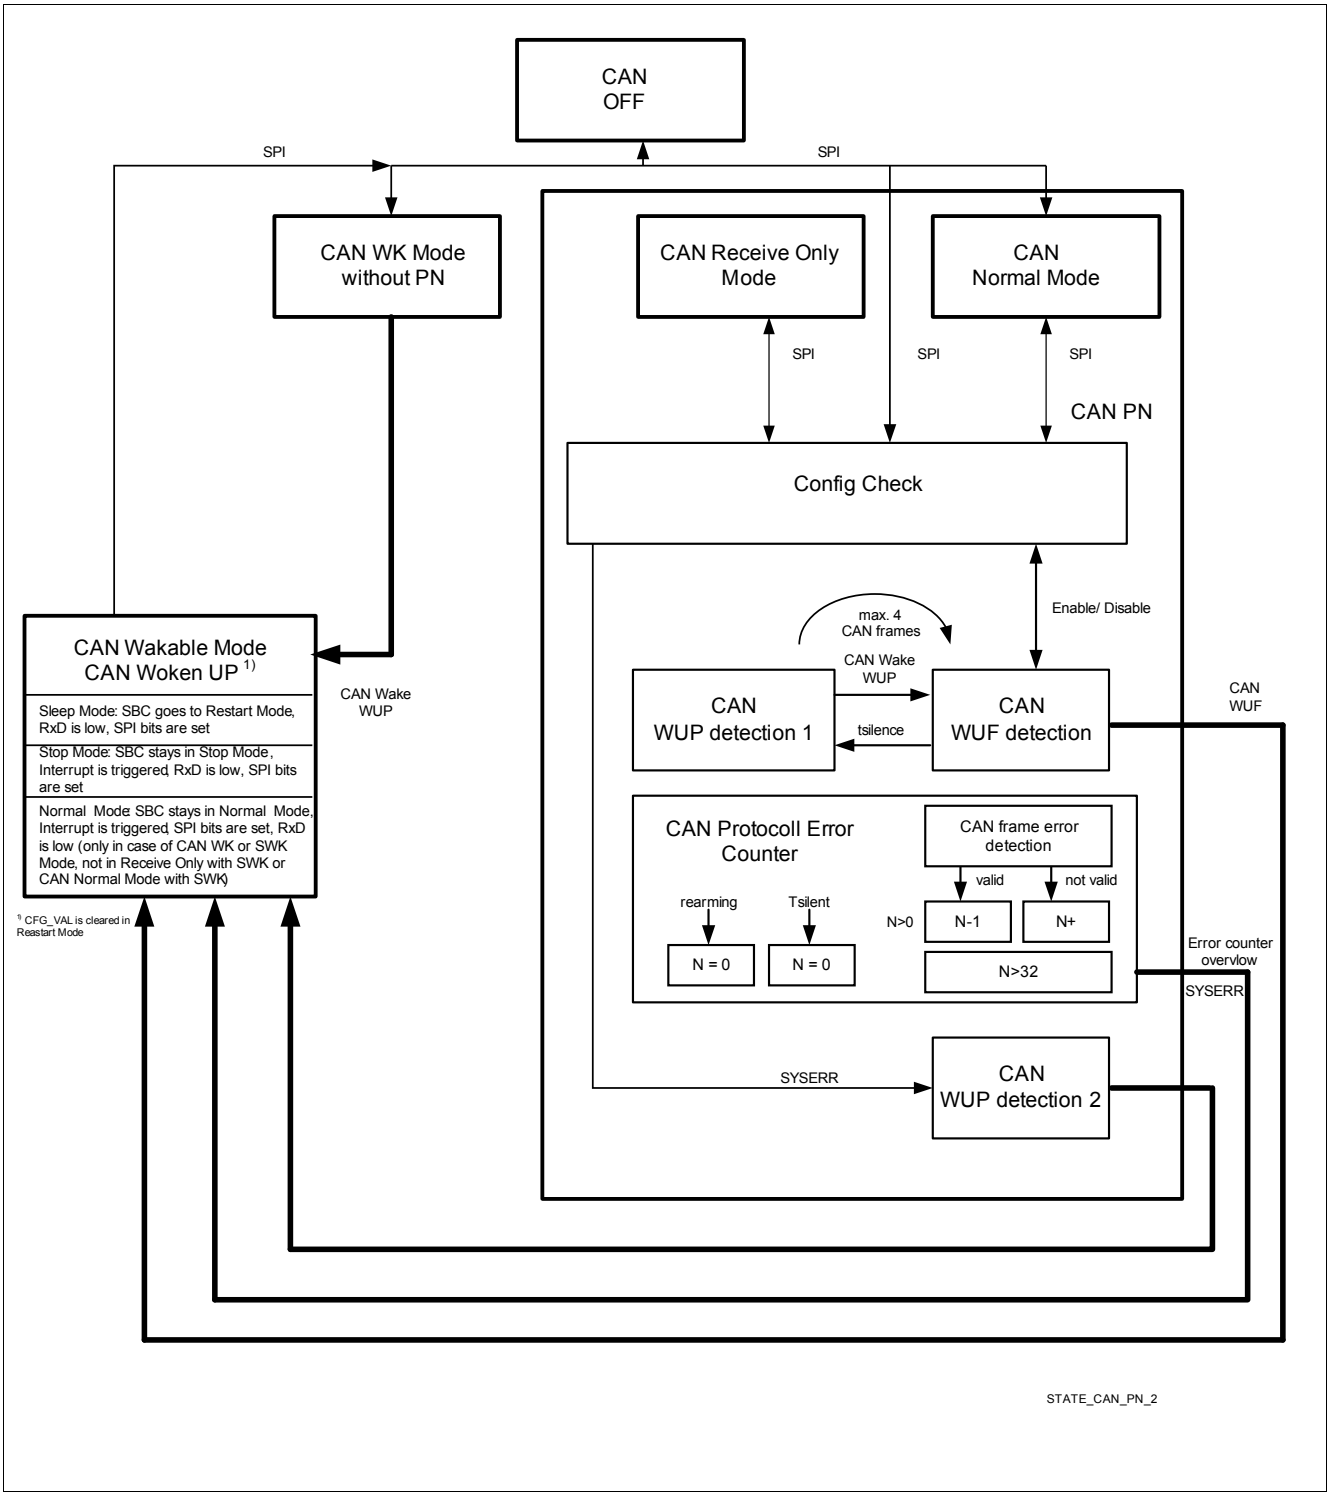

Figure 11 CAN Selective Wake State Diagram
*Note: It is possible that WUF and WUP bit are set at the same time if a WUF causes a wake out of SWK, by setting the interrupt or by restart out of SBC Sleep Mode. The reason is because the CAN has been in WUP detection 1 state during the time of SWK mode (because of $t_{SILENCE}$). See also **Figure 11**.*
The SWK_SET bit is set to signalize the following states (see also **Figure 11**):